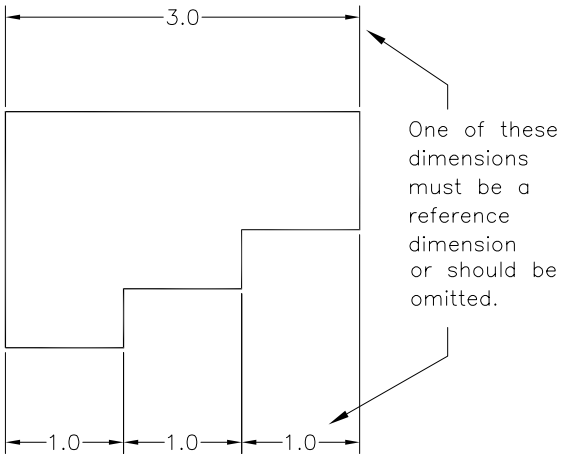

Figure 17-22 *Referencing or omitting a dimension*
16. If you give continuous (incremental) dimensions for dimensioning various features of a part, the overall dimension must be omitted or given as a reference dimension, refer to Figure 17-22. Similarly, if you give the overall dimension, one of the continuous (incremental) dimensions must be omitted or given as a reference dimension. Otherwise, there will be a conflict in tolerances. For example, the total positive tolerance on the three incremental dimensions shown in Figure 17-22 is 0.06. Therefore, the maximum size based on the incremental dimensions is (1 + 0.02) + (1 + 0.02) + (1 + 0.02) = 3.06. Also, the positive tolerance on the overall 3.0 dimension is 0.02. Based on this dimension, the overall size of the